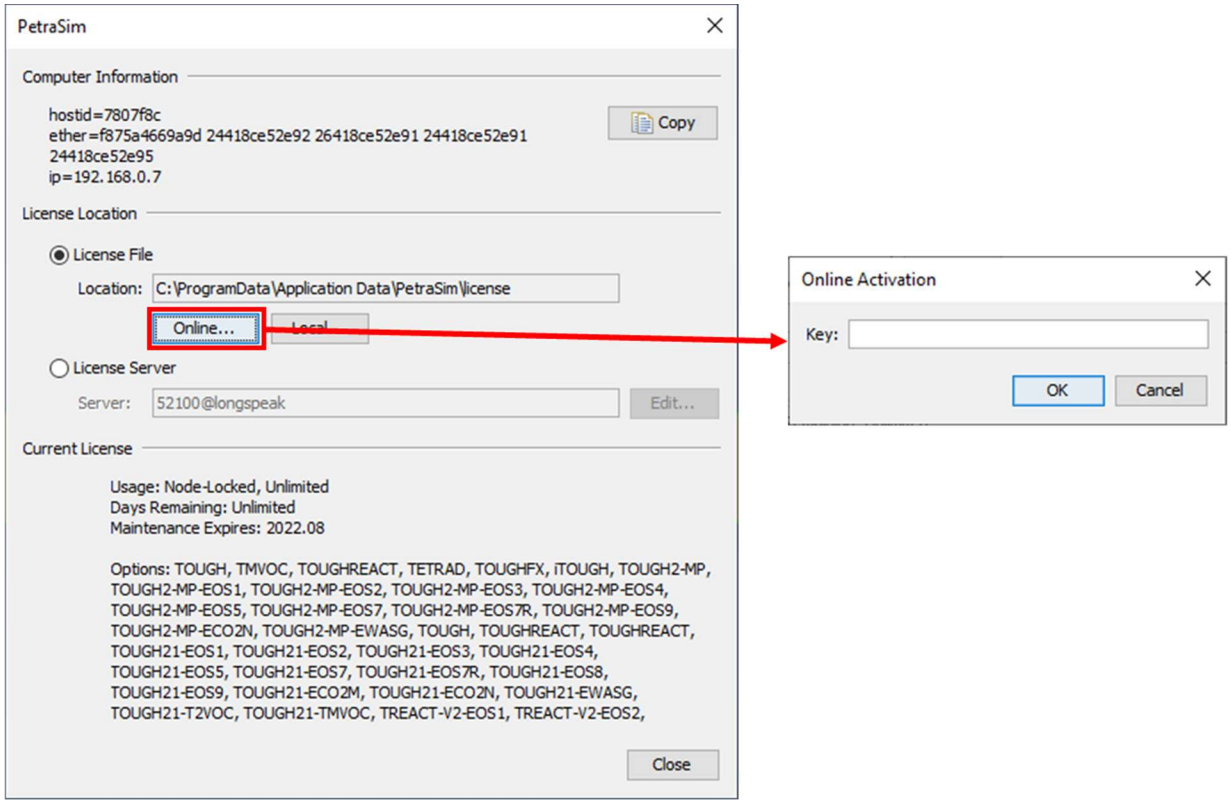

**Figure 1-1: Licensing and Activation dialog**
5. Enter your **Activation key** into the **Key** box shown in Figure 1-1.